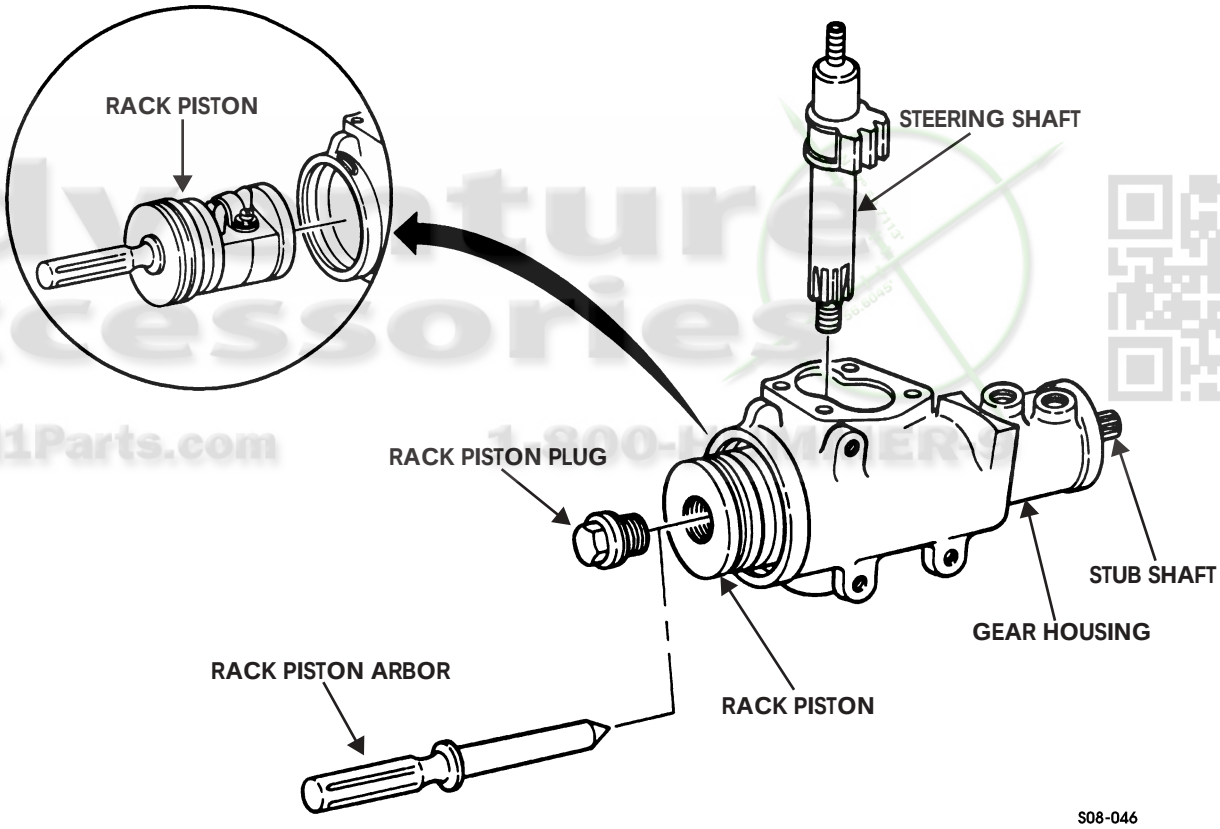

Figure 8-56: Rack Piston Plug and Steering Shaft Gear Housing
28. Install rack piston and rack piston arbor into gear housing so gear teeth on rack piston align with gear teeth on steering shaft (Figure 8-56).